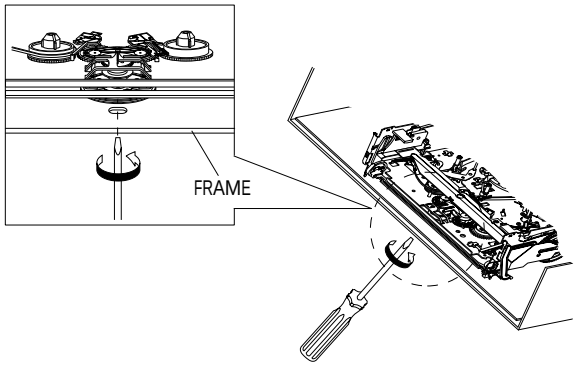

Fig. 4-40
2) When Slider S,T are approched in the position of unloading, rotate holder Clutch counterclockwise after inserting screw driver in the hole of frame's bottom in order to wind the unwinded tape. (Refer to Fig.4-40)